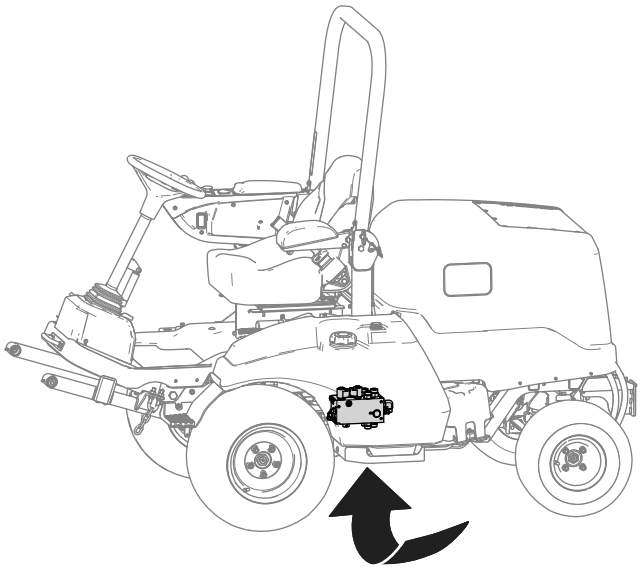

Figura 23
3. Individuate il collettore di sollevamento sotto la macchina (Figura 23).